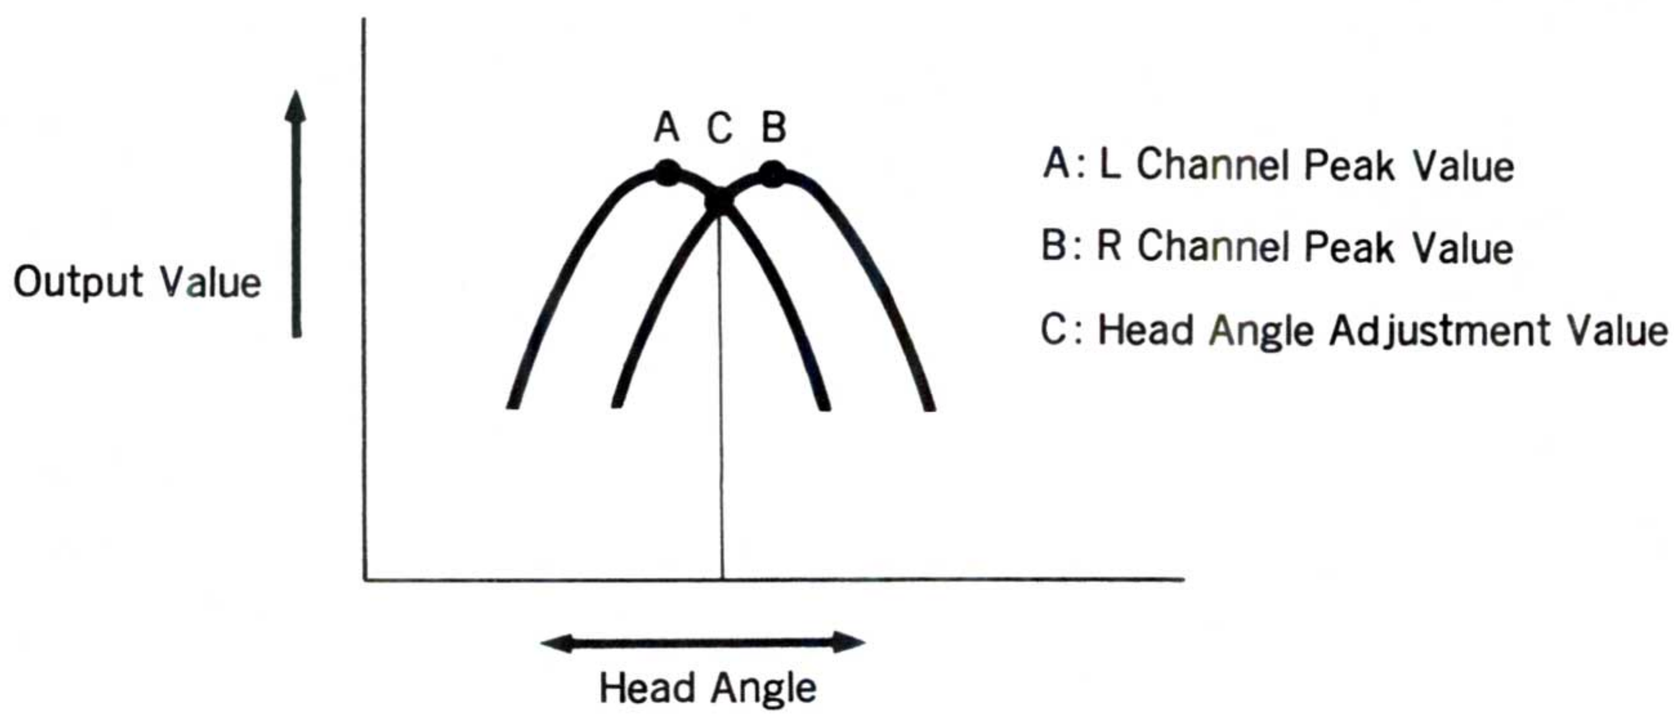

Fig. 12
4. Adjust both channels alternately. If the output peak value is found deviated, adjust it to the middle of both channel peak values. (Fig. 12)
7. If the output peak value is found deviated, adjust it to the middle of both channel peak values (refer to fig. 12).